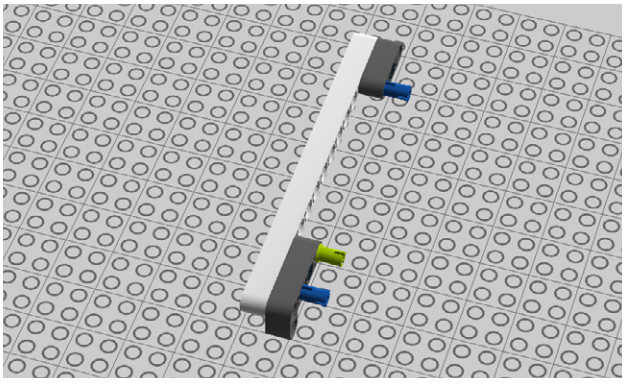

Figure 5-80. *Step 73: Adding a peg*
73. And another peg as shown in Figure 5-80.